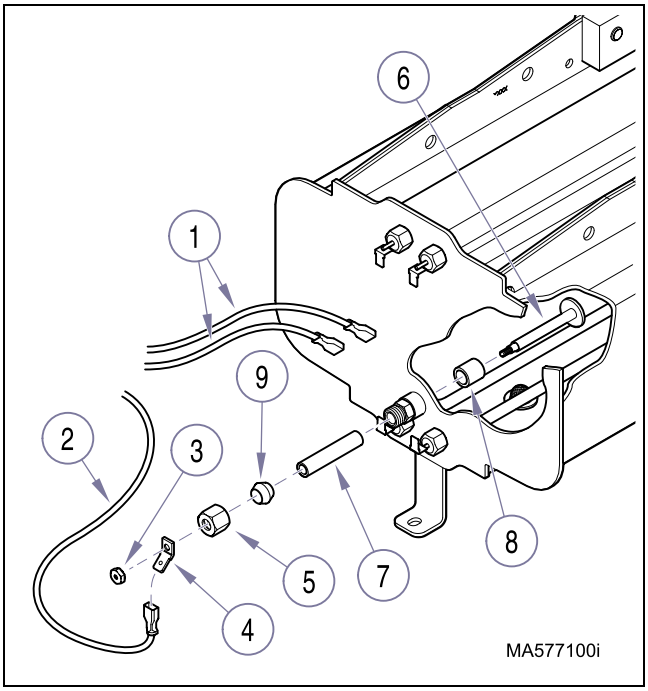

Figure 4-33. Water Level Sensor
(3) Open door and remove all trays and tray rack (refer to para 4.6).
(4) Using a sponge or equivalent, remove water from trough until it is below water level sensor probe.
(5) For access, disconnect leads (1, Figure 4-33) from terminals of lower (steam) heater.
(1) Install teflon tube (7, Figure 4-33) and spacer (8) onto level sensor (6) and, insert from inside chamber, thru chamber wall.